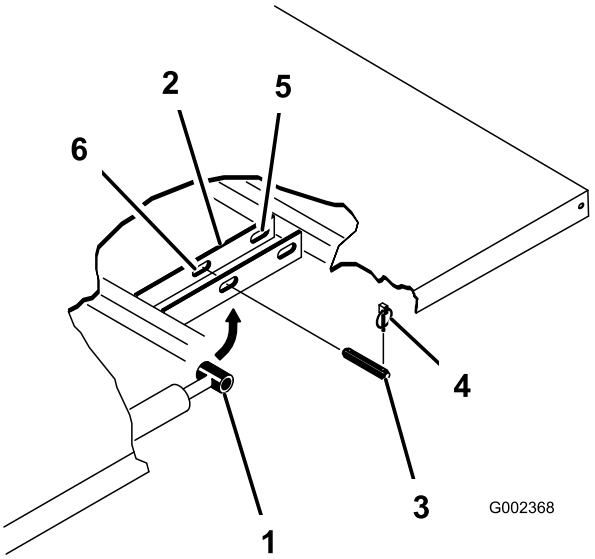

Figur 3
2. Fjern ringstiften fra den ytre enden av splittpinnene (Figur 3) på sylinderstaget.